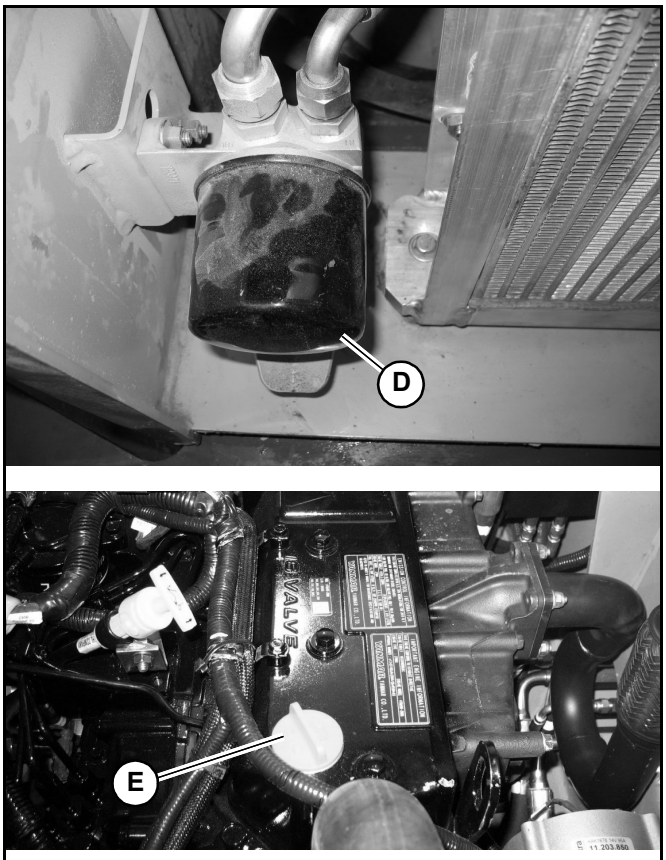

Fig. 87 – Engine Oil Filter and Oil Fill
7. Remove drain plug (O) from the engine oil pan and allow the oil to drain into the waste oil collection container.
8. Remove oil filter (D, Fig. 87), using a filter wrench if necessary. Carefully clean the filter head mounting surface with a clean cloth.